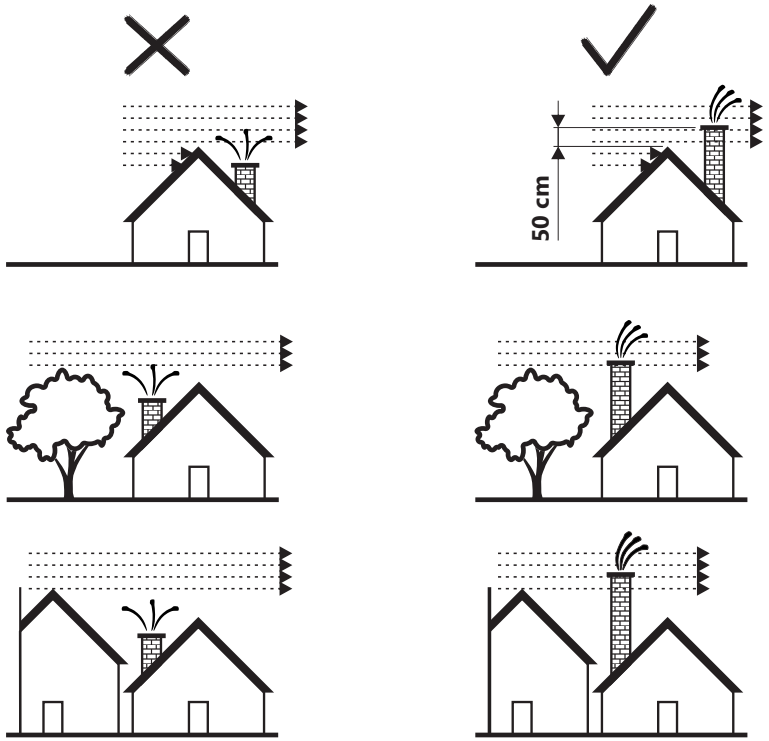

Figure 2a
- the chimney must be at least 0.5 m higher than the roof and must extend above nearby objects/obstacles (adjacent house, tree, etc.) (Figure 2a).